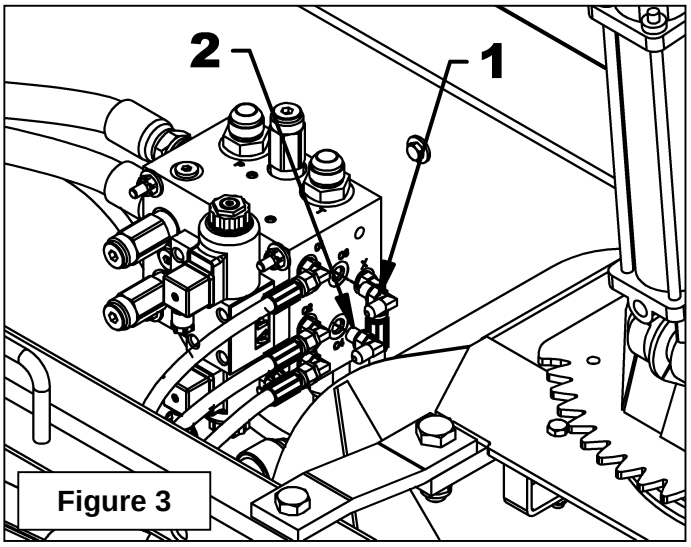

Figure 3
4. **Figure 3:** Installer les coudes 90° 7/16" ORB M. X 7/16 JIC M. (items 1-2) dans les ports "C3" et "C4" du bloc hydraulique en positionnant les coudes dans la direction illustrée.